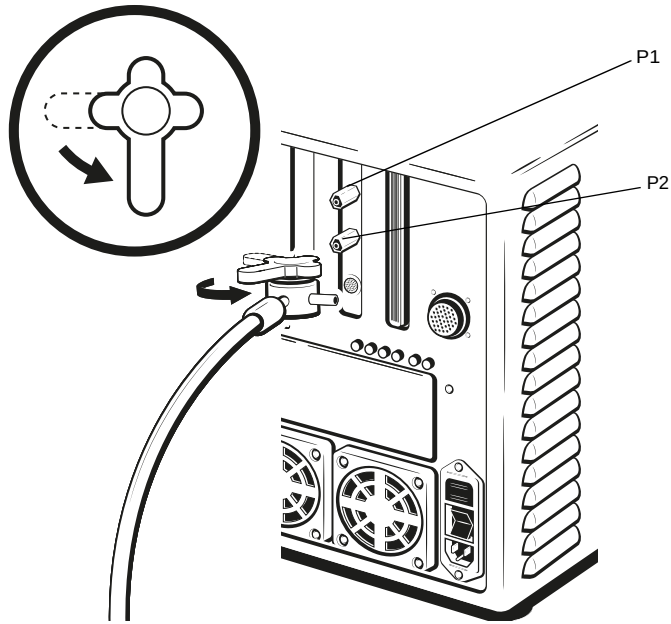

Abbildung 4-5. Druckmessumformer offen zur Raumluft
1. Stellen Sie den Dreiwegehahn so, dass der Druckmessumformer direkte Verbindung zur Raumluft hat und dem atmosphärischen Druck unterliegt (siehe Abbildung 4-5).